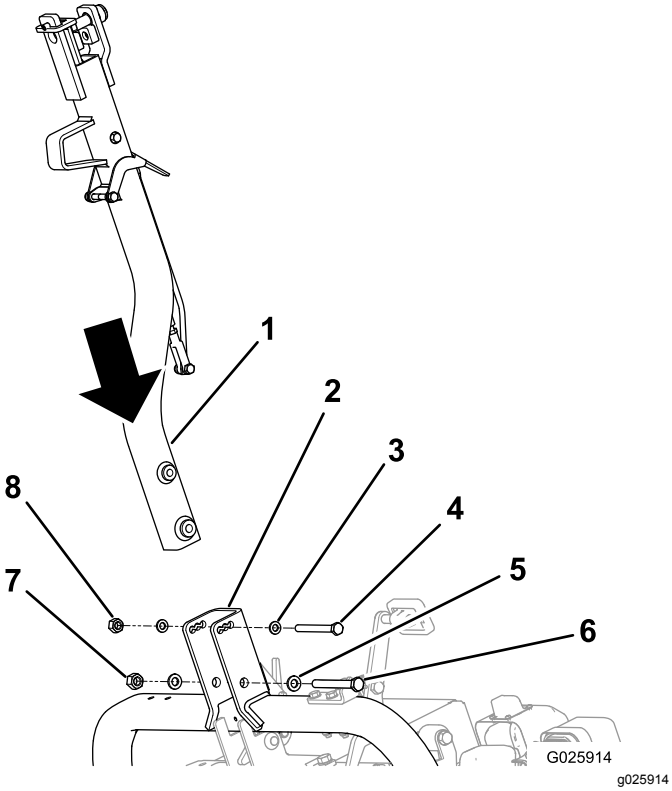

図 5
2. ヒッチを、ヒッチピボットブラケットに接続し、適切に固定する図 5を参照。